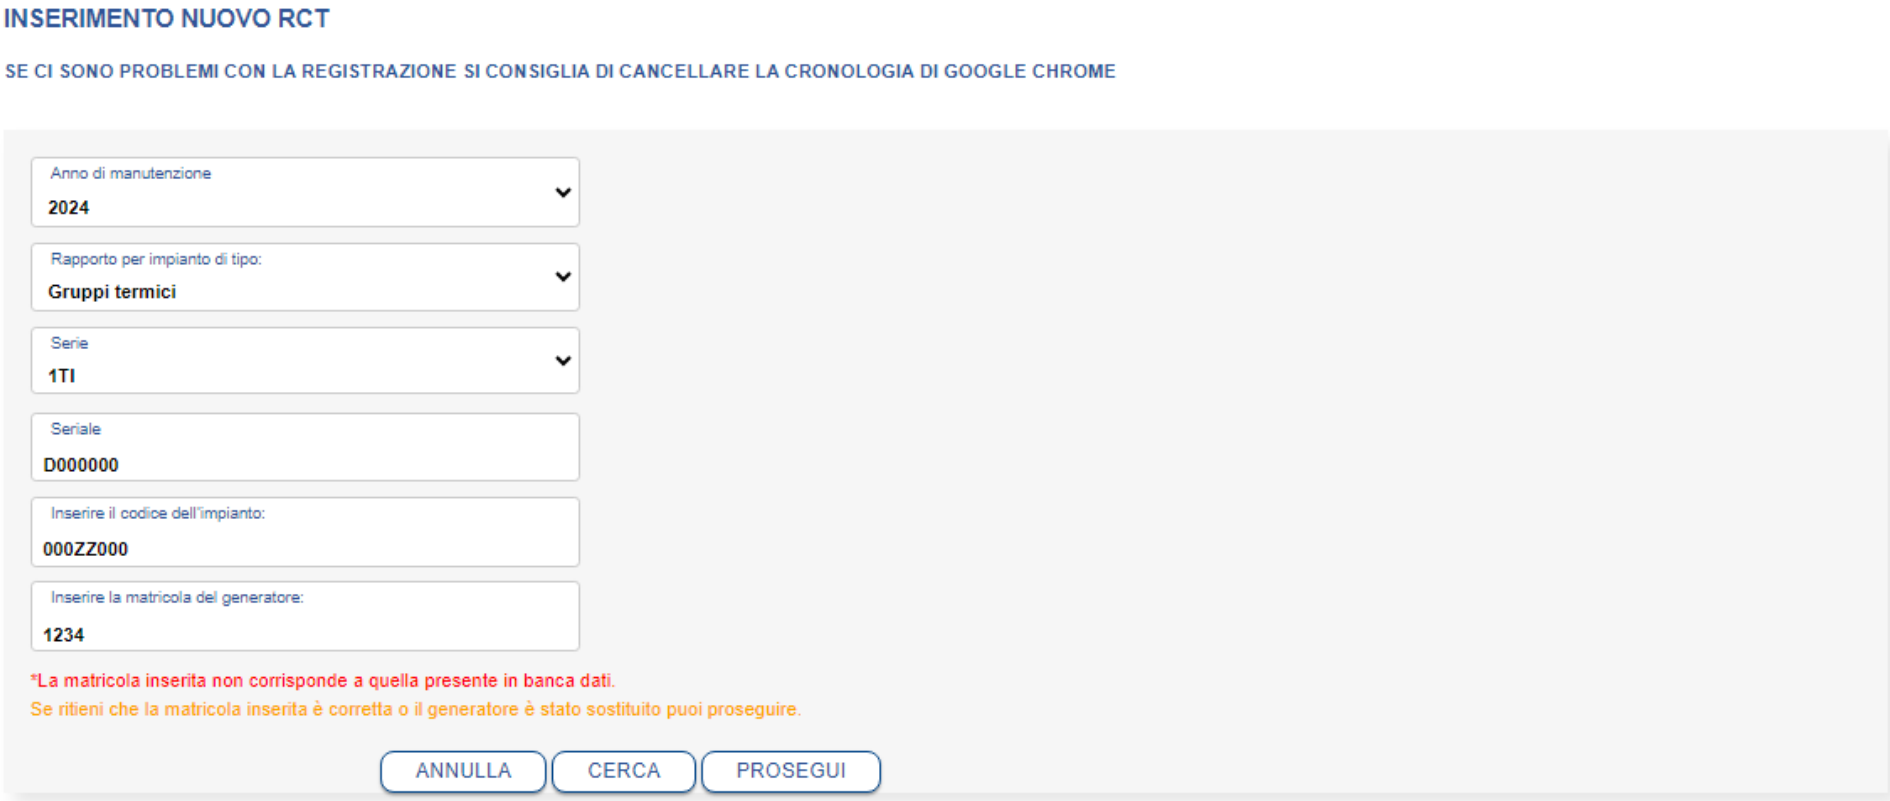

*Figura 12*
2) se invece la matricola inserita è corretta il sistema comunque consente di proseguire (vedi Figura 12).